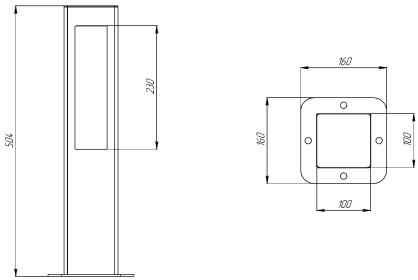

Рис.1. Габаритные размеры BOLLARD 500
1.5. Общий вид и габаритные размеры показаны на рис.1,2.